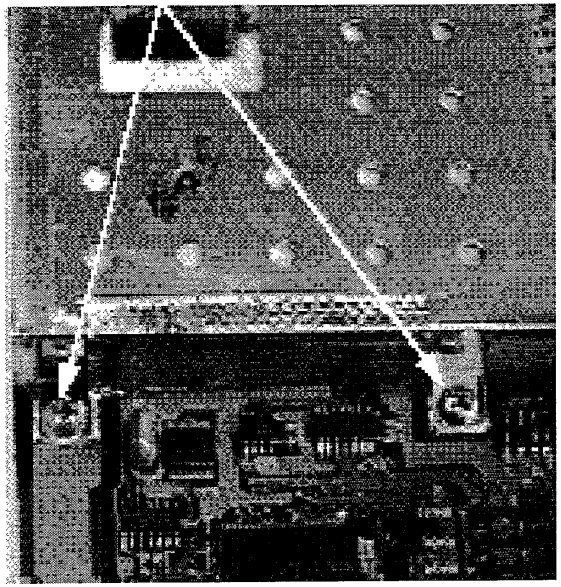

Рис. 4-48 **Крышка прокладок для отходов тонера**
2. Выверните два винта, которыми изоляционная пластина крепится к главной плате, затем снимите изоляционную пластину. См. рис. 4-48.